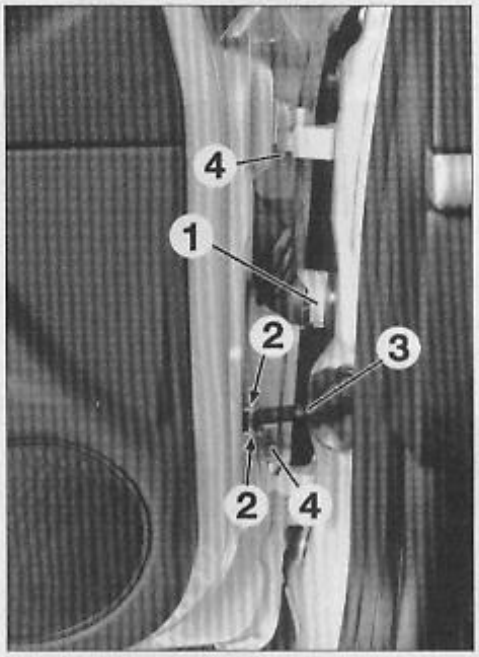

FIG. 37
• Débrancher le connecteur (1) de la porte **(Fig.37)**.